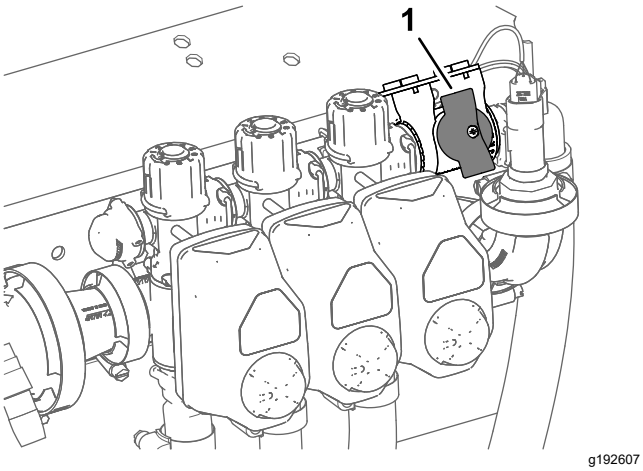

Figuur 39
2. Draai de knop van de afsluiter van de spuitboomomloop dicht (Figuur 39).